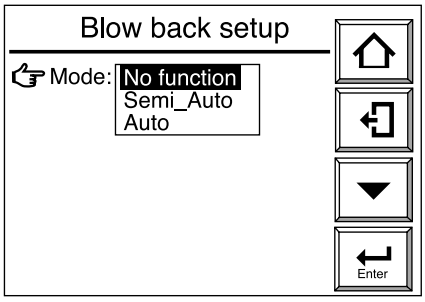

Figura 10.8 Display Blowback Setup
(1) Premere il tasto Configurazione nel display base per visualizzare il display Esecuzione/Configurazione. Selezionare quindi Maintenance nel display Esecuzione/ Configurazione.
(2) Nel display Maintenance selezionare Blowback setup e quindi Mode. Viene visualizzato il display di selezione della modalità illustrato nella figura 10.8.